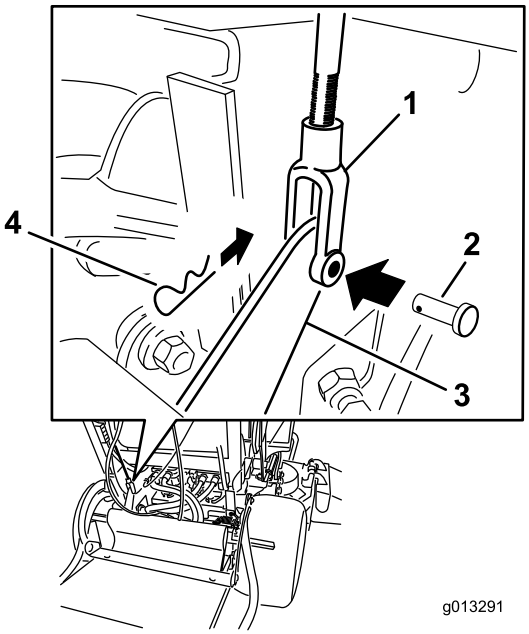

**Figur 63**
4. For å justere bremsen fjerner du hårnålssplintpinnen og splittpinnen fra den nedre bremsespaken og krysshodet (Figur 63).
7. Fest krysshodet til den nedre bremsespaken med splittpinnen og hårnålssplintpinnen (Figur 63).